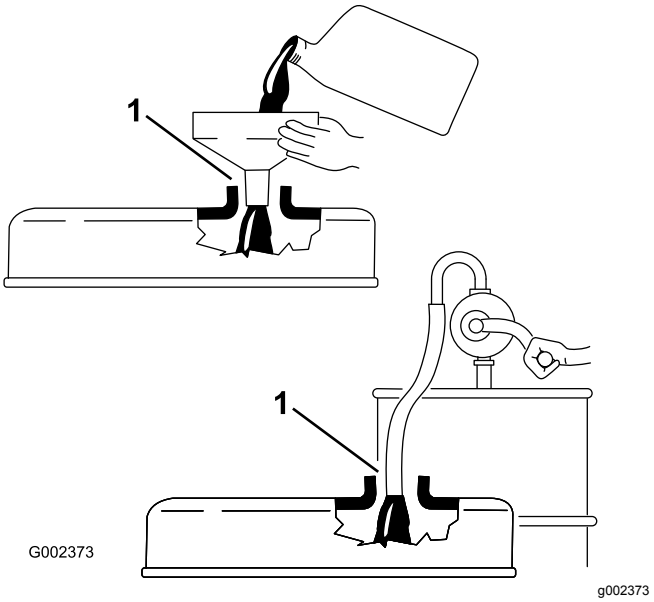

**Figur 43**
***Viktig:*** **Når du fyller på motorolje, må det være en klaring mellom oljepåfyllingsinnretningen og hullet i ventildekslet som vist på Figur 43. Denne klaringen er nødvendig for å sikre ventilasjon under påfyllingen.**